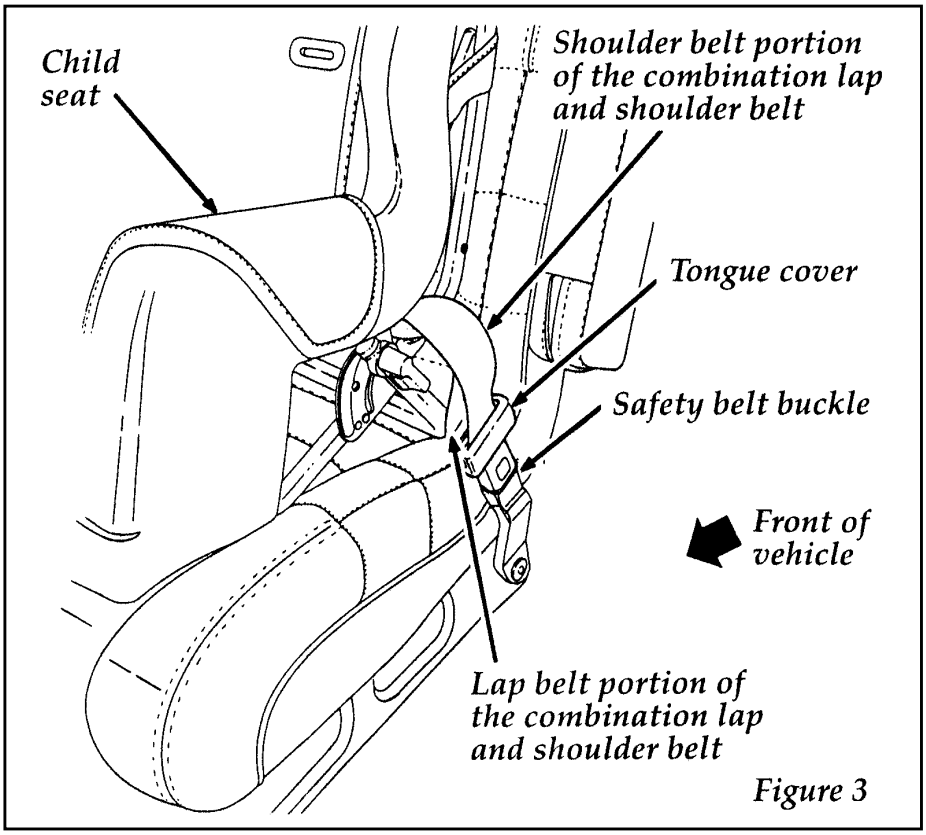

Figure 3
4. Insert the belt tongue into the buckle for that seating position until you hear and feel the latch engage. Figure 3. Make sure tongue is latched securely to buckle by pulling on tongue.
5. Insert the belt tongue into the proper buckle for that seating position until you hear a snap and feel it latch. Make sure the tongue is securely latched to the buckle by pulling on the tongue. See Figure 3.